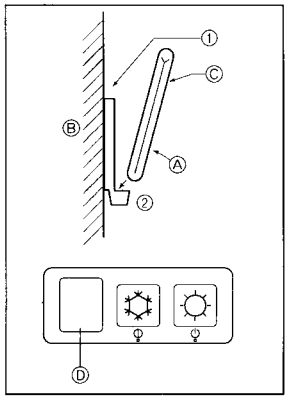

Fig. 7-5
2) Installation method (Fig. 7-5)
① Attach the remote controller holder to the desired location using two tapping screws.
② Place the lower end of the controller into the holder.